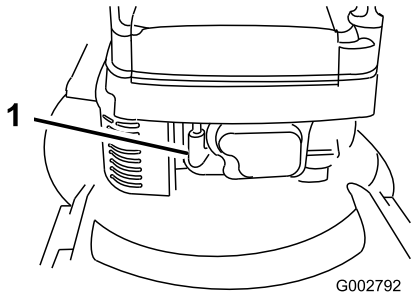

Figura 15
1. Collegate il cappellotto alla candela (Figura 15).